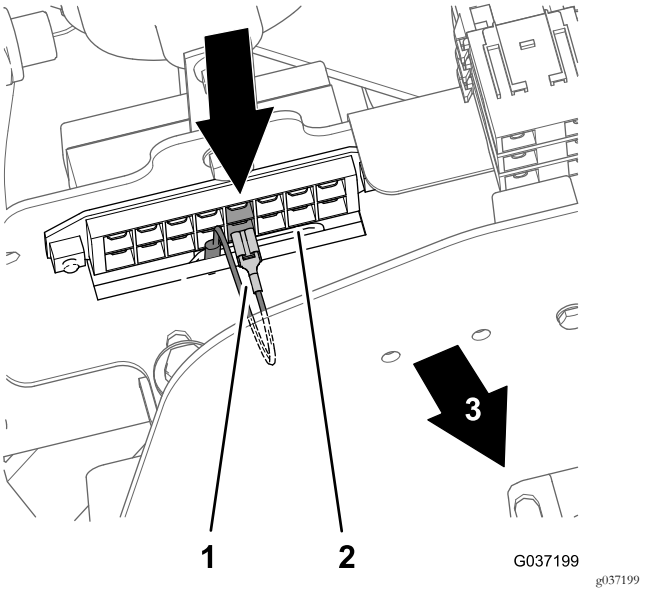

Figur 34
- Modell 30651 – femte sikringsposisjon fra venstre (Figur 34)